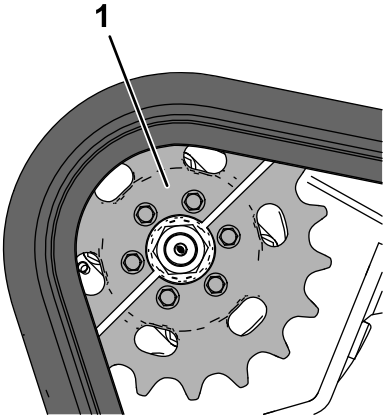

**Figura 60**
2. Aparque la máquina en una superficie nivelada y asegúrese de que solo 1 mitad de piñón está acoplado con la oruga (Figura 60).